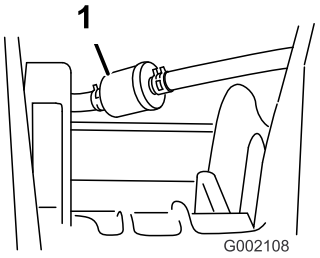

Figuur 32
3. Verwijder de klemmen waarmee het brandstoffilter vastzit aan de brandstofleidingen (Figuur 32).